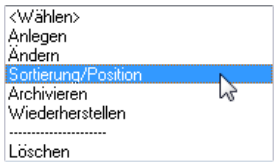

Bild 27.12 – *Bibliothek*, Menüpunkt *Sortierung/Position*
- Wählen Sie im Listenmenü *Sortierung/Position* (Abb. 27.12).